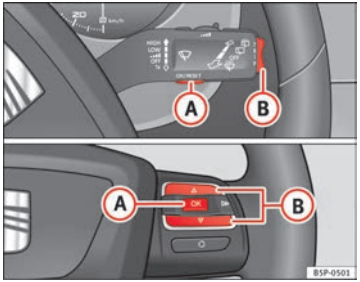

Fig. 41 Rocker buttons A and B. Steering wheel controls.
– When the ignition is on, briefly press button ⇒ Fig. 41 (A) on the windscreen wiper lever to change from one memory to another or press button (A) on the steering wheel controls ⇒ Fig. 41.